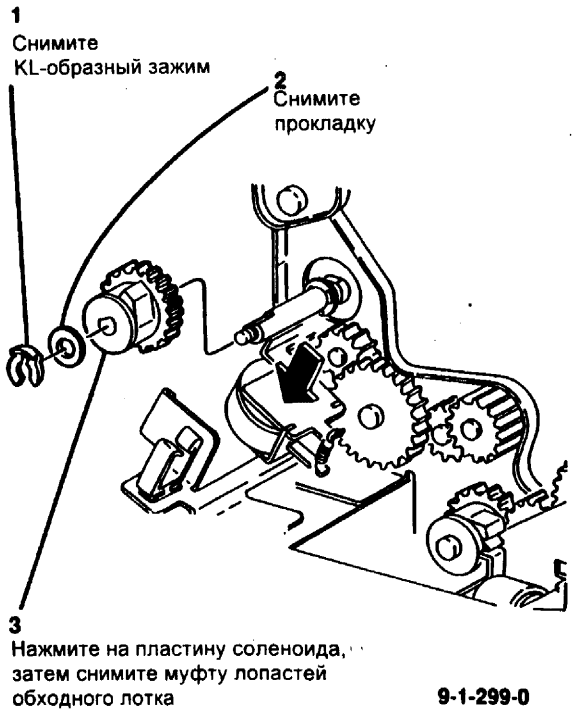

Рис. 2 Снятие муфты обходного лотка
2. (Обратитесь к рис. 2) Убедитесь, что прокладка вновь установлена на муфту лопастей обходного лотка.